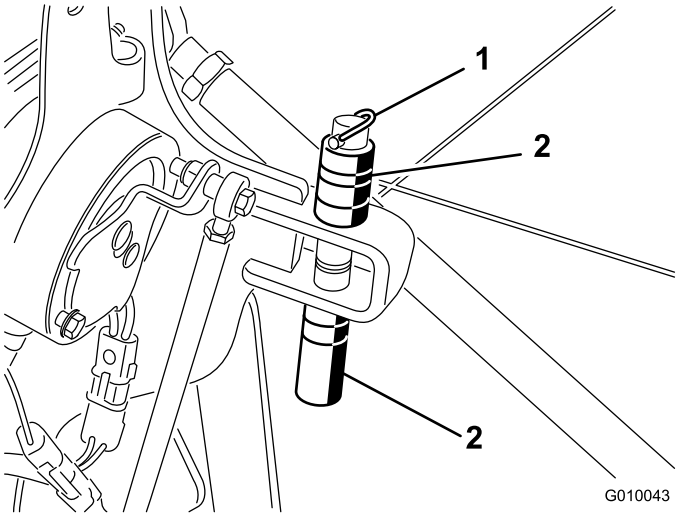

Figur 28
1. Fjern ringstiften som holder avstandsstykkene og dybdestiftene (Figur 28).